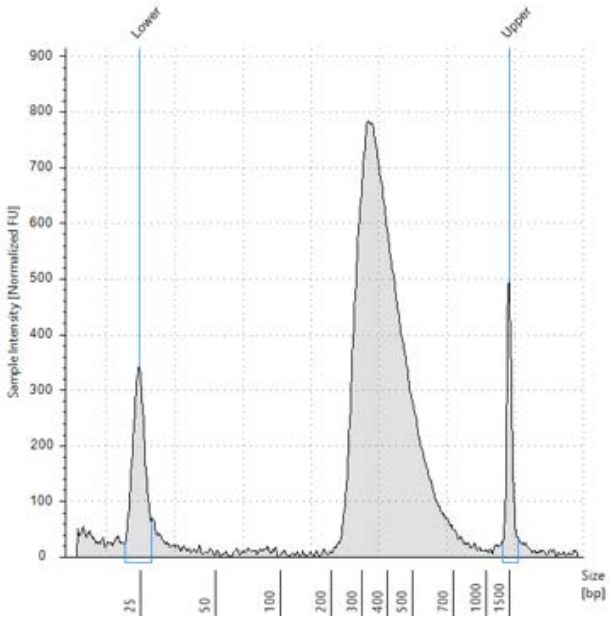
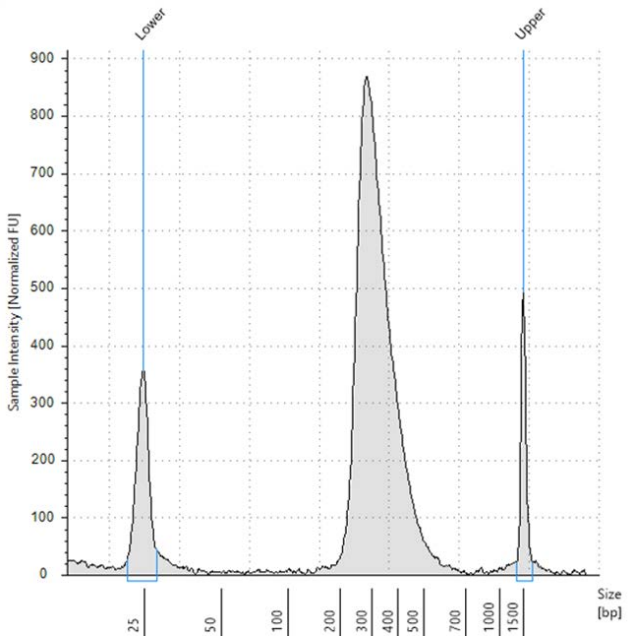

Figure 7 Post-capture library prepared from a high-quality RNA sample analyzed using a High Sensitivity D1000 ScreenTape assay.
Figure 8 Post-capture library prepared from a typical FFPE RNA sample analyzed using a High Sensitivity D1000 ScreenTape assay.
3. Verify that the electropherogram shows the peak of DNA fragment size positioned between 200 and 700 bp. Sample electropherograms are shown in Figure 7 (library prepared from high-quality RNA) and Figure 8 (library prepared from FFPE RNA).